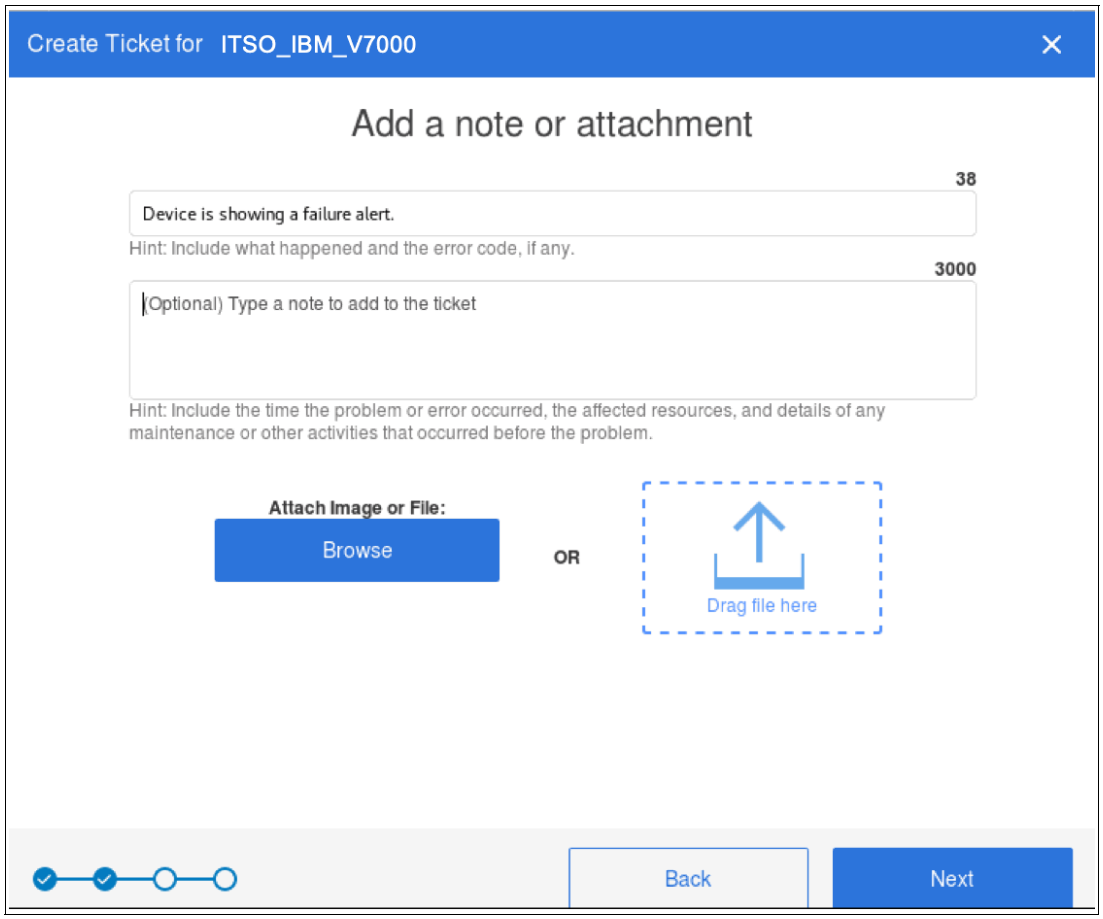

Figure 11-14 Adding problem description and any other information
3. Add a problem description and attach other files, such as error logs or screen captures of error messages in the Add a note or attachment window (see Figure 11-14).